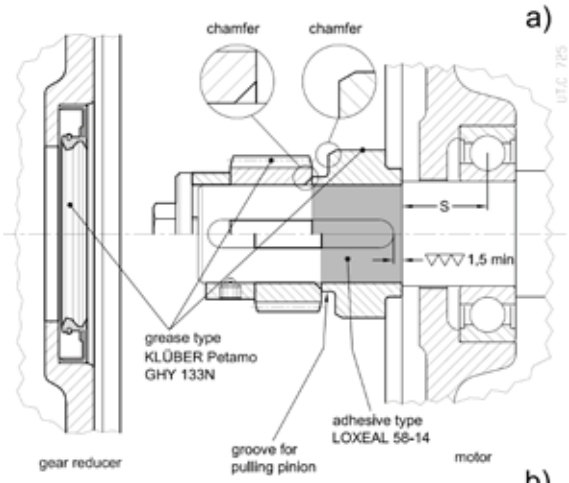
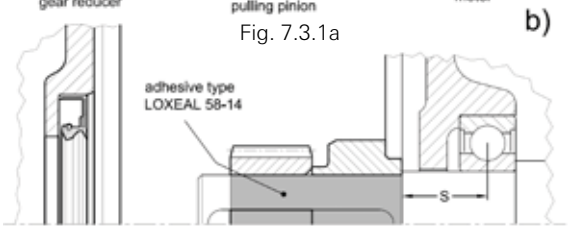

Fig. 7.3.1a
Fig. 7.3.1b
d) the **axial fastening system** where foreseen (head self-locking screw with base, spacer, or hub clamp with one or more dowels, fig. 7.3.1A); for the cases foreseen **without axial fastening** (fig. 7.3.1b), seal with **locking adhesive type LOXEAL 58-14** also the motor shaft section below the **pinion**;